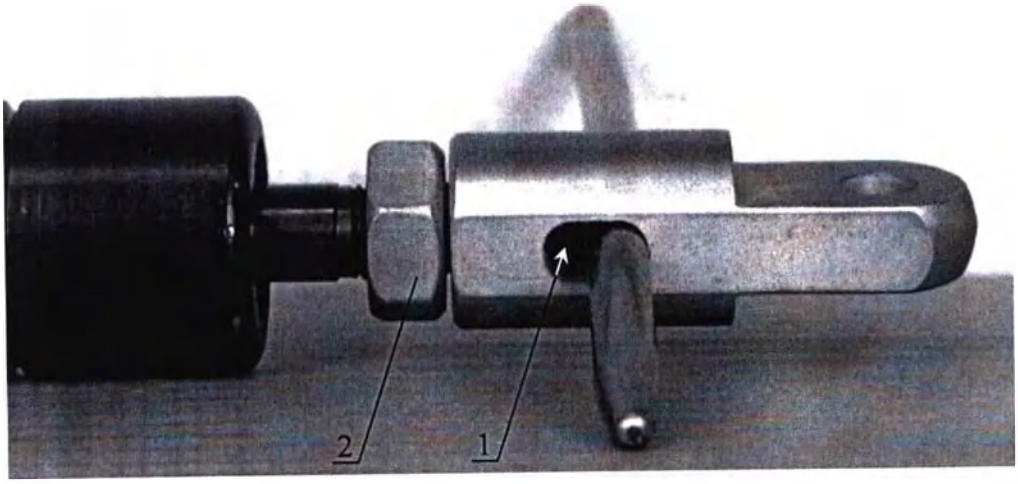

Рисунок 23. Регулировка газовых пружин.
12.5.2 Вставьте пруток ∅5 в паз головки (Рисунок 23) и вверните головку до соприкосновения с фиксатором пружины 1, затяните гайку 2.